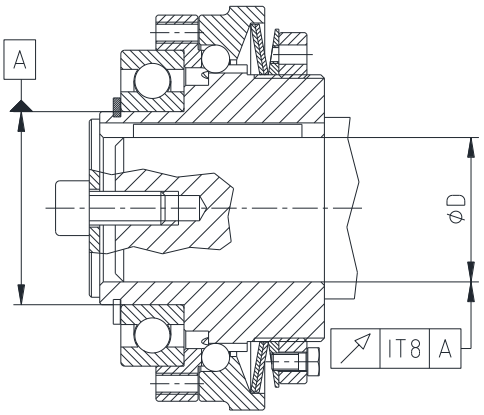

Bild 12: Rund- und Planlaufgenauigkeit
- Die Rund- bzw. Planlaufgenauigkeit (siehe Bild 12) ist einzuhalten.